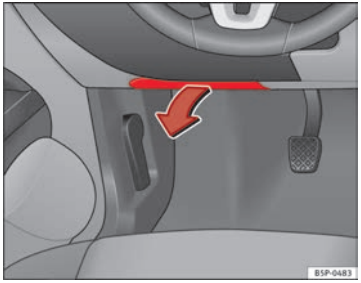

Fig. 181 Lato sinistro della plancia portastrumenti: coperchio della scatola dei fusibili.
- *Apertura*: abbassare la copertura ⇒ fig. 181.